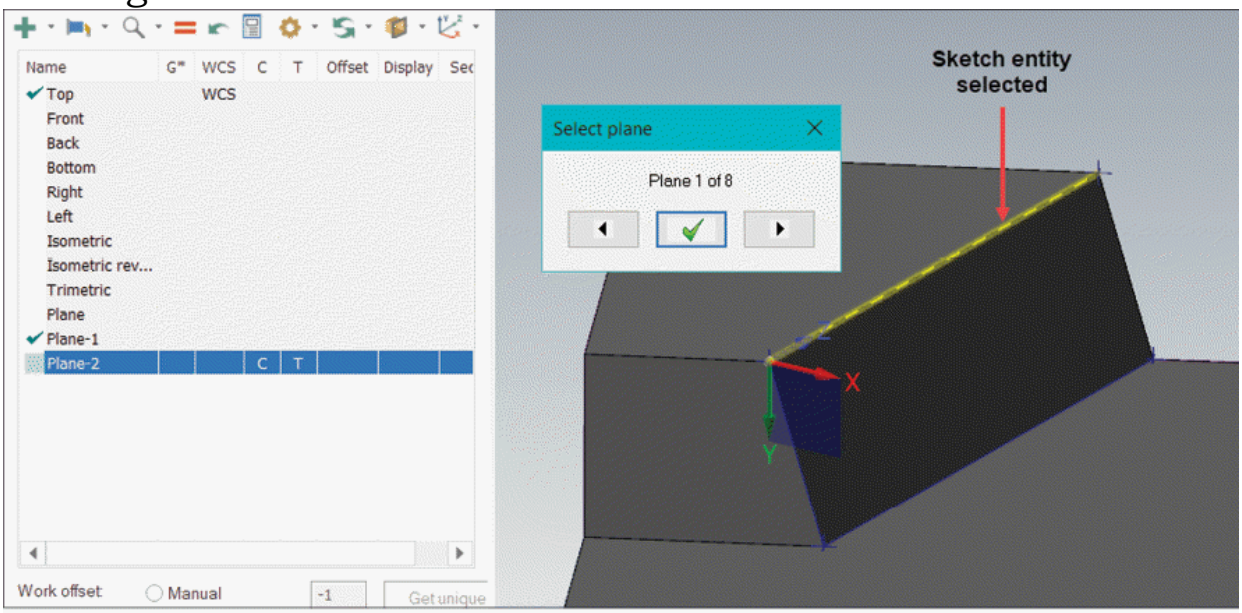

Figure-10. Preview of plane normal to entity
- Select desired entity. Preview of plane will be displayed; refer to Figure-10.